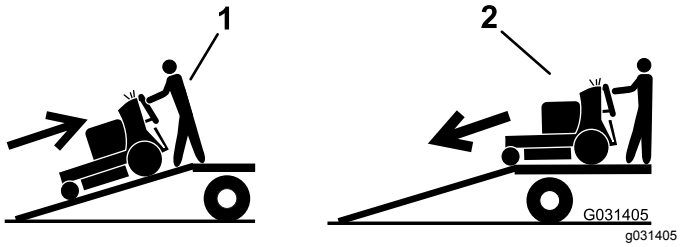

Rysunek 29
5. Wjazd na pochylnię tyłem (Rysunek 29).